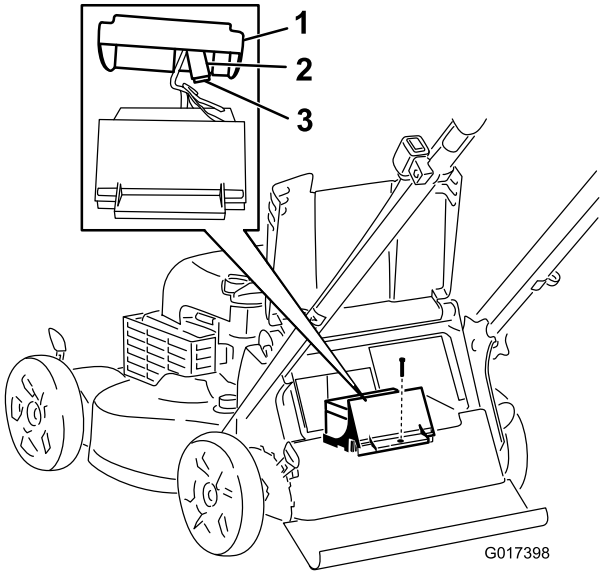

Figur 25
3. Fjern den skrue, der sikrer batterirummet, træk batteriet ud, og find sikringen (Figur 25).
4. Sæt en ny sikring i sikringsholderen (Figur 25).